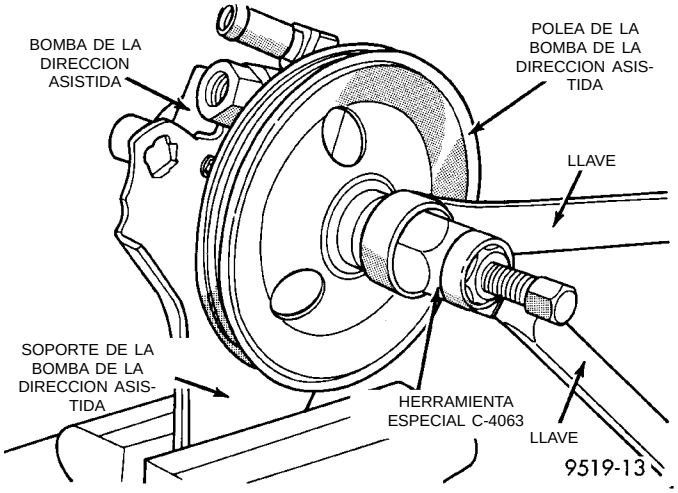

Fig. 37 Instalación de la polea en el eje de la bomba de la dirección asistida
(1) Instale la bomba de la dirección asistida en una mordaza utilizando el soporte de instalación de la bomba de la dirección asistida (Fig. 37). Coloque entonces la polea de la bomba de la dirección asistida en escuadra en el extremo del eje de la bomba de la dirección asistida. Coloque el instalador, Herramienta especial C-4063 en las roscas internas del eje de la bomba de la dirección asistida y contra la polea de la bomba de la dirección asistida (Fig. 37).